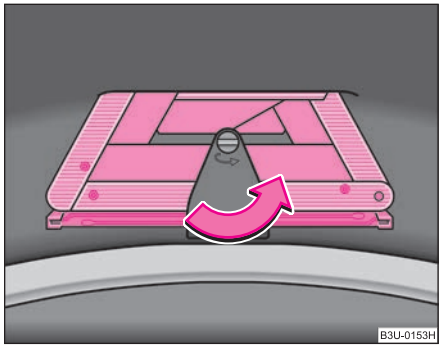

Fig. 188 Warning triangle fitted inside boot lid
– To remove the warning triangle, turn the rotary lock in direction of arrow ⇒ fig. 188 and fold the fixture down. ■